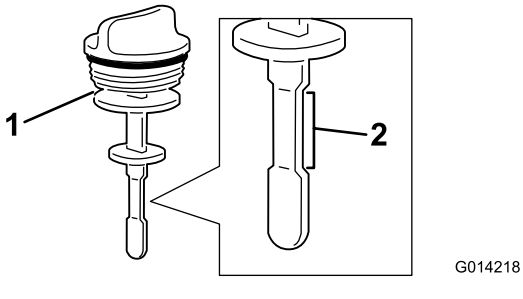

Figura 108
4. Retire la varilla del cuello de llenado y compruebe el nivel de fluido (Figura 108).